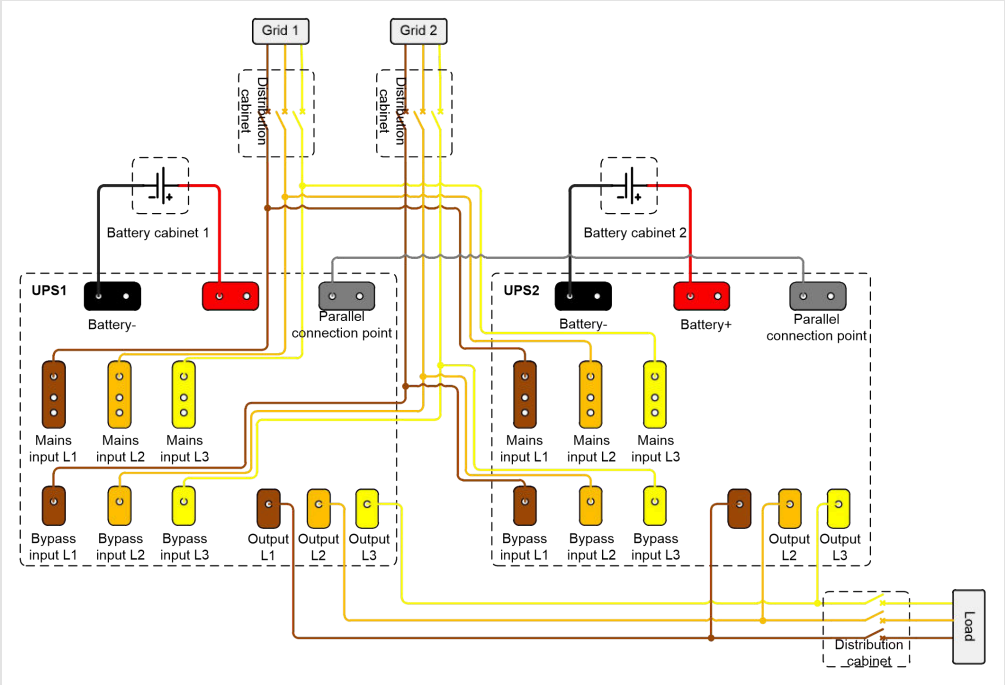

FIGURE 4-60 Parallel system wiring: grids 1 and 2, battery cabinets, utility, bypass and output of each UPS, parallel connection points linked
5. Link the parallel connection points of all UPS together (Figure 4-60).